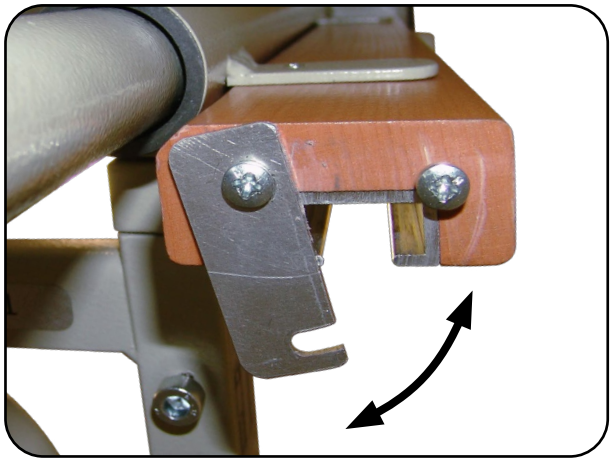

Abb. 6.4.01 – Alustopper am Holzpfosten
2. Entriegeln Sie die Alustopper, die sich am unteren Ende der Holzpfosten befinden (Abb. 6.4.01).
5. Schieben Sie die montierten Seitengittergleiter in die Aluschiene (Abb. 6.4.03) und verriegeln Sie den Alustopper (Abb. 6.4.01).
10. Ziehen Sie die Schrauben an den vier Alustoppern fest um ein unbeabsichtigtes Öffnen, während des Gebrauches, zu vermeiden (Abb. 6.4.01).